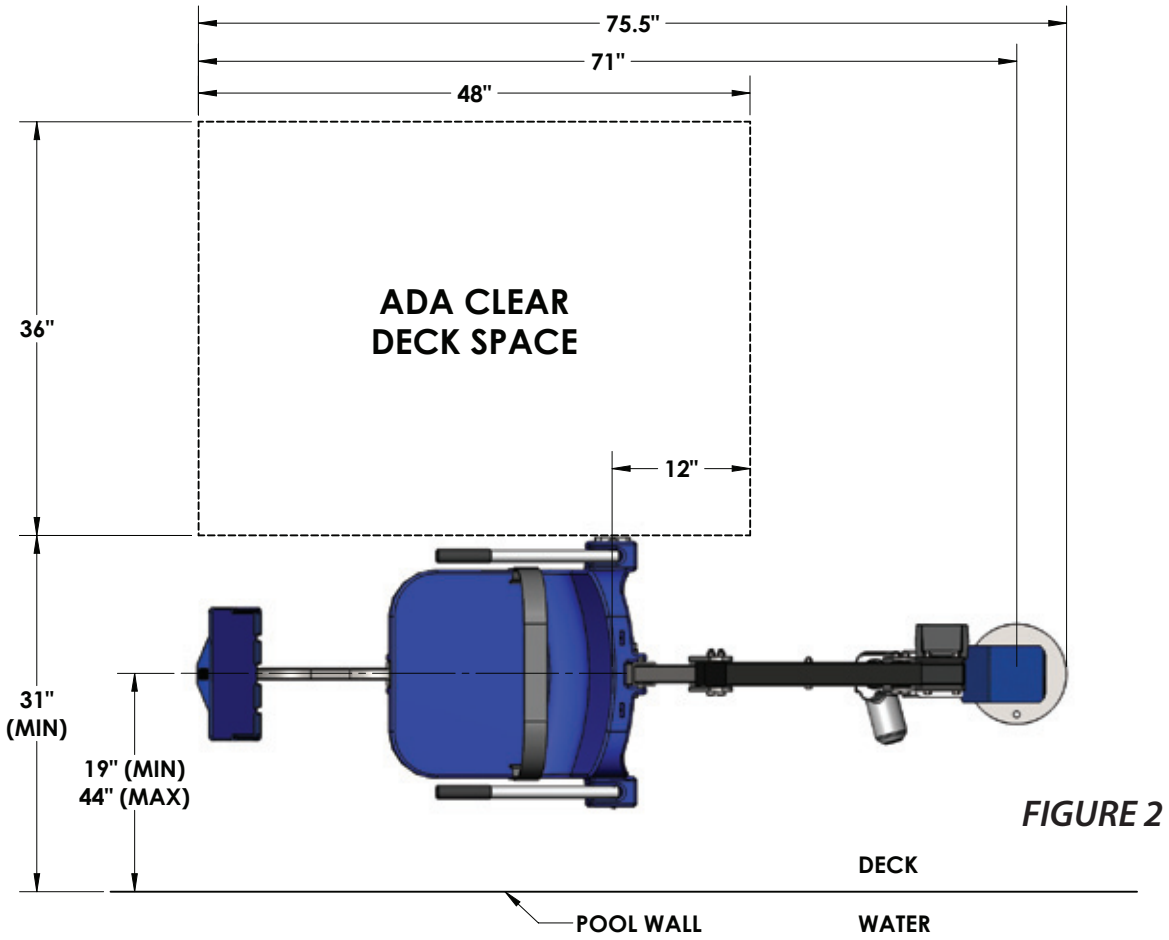

*FIGURE 2*
**For commercial applications, refer to the required clear deck space and other measurements in FIG 2 below.**